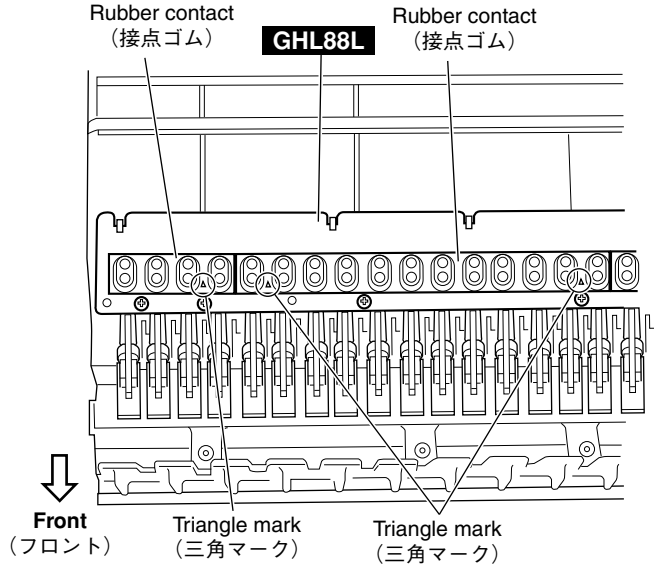

Fig. 18（図 18）
* **** A triangle mark (△) on the rubber contact must face the front. (Fig. 18)***
※ **接点ゴムの三角マーク（△）がフロント側になることを確認します。(図 18)**